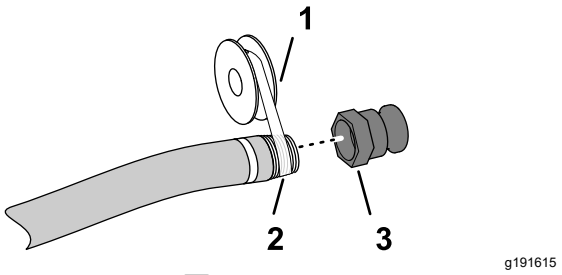

図 4
5. 給水ホースのフィッティング 1"、NPTに、PTFE ねじ山シーラント図 4を巻き付ける。
6. 給水ホースにクイックディスコネクトのカップリングを取り付けて手締めする図 4。